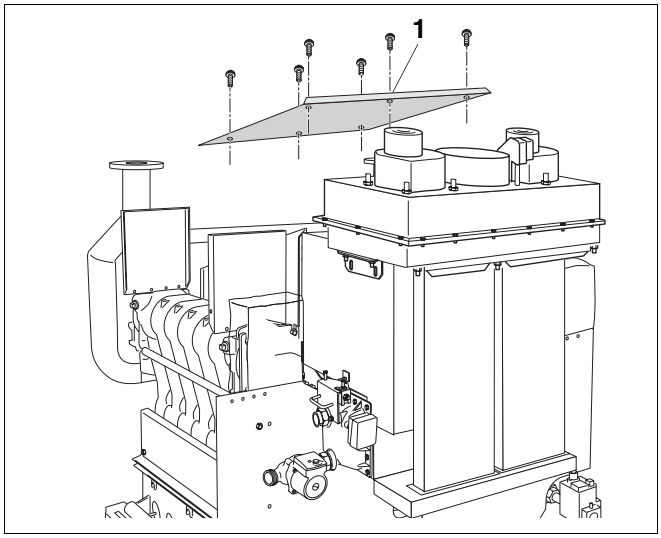

Afb. 63 Reinigingsdeksel rookgasverzamelaar monteren
- Plaats het reinigingsdeksel (afb. 63, **pos. 1**) en schroef het met de messingschroeven M6 × 16 en de vulringen losjes aan de afscheidingswand en aan de zijwanden.